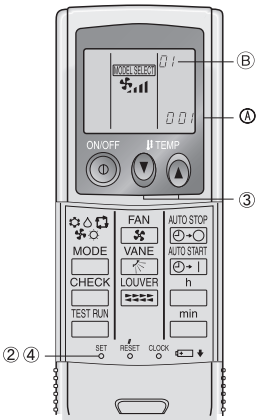

Fig. 6-4
2)Automatic fan speed setting (For IR wireless remote controller) (Fig. 6-4)